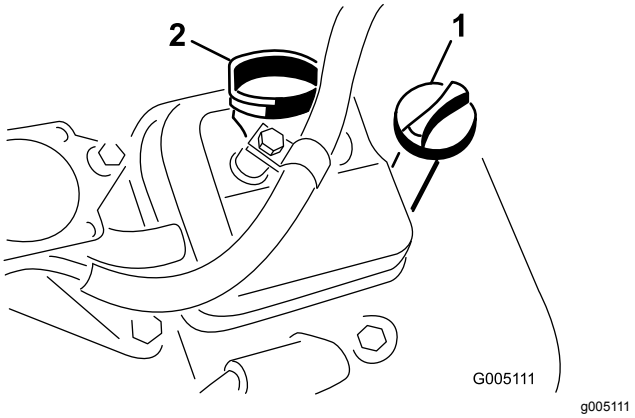

Figuur 28
3. Steek de peilstok in de peilstokbuis en schroef de stok in de buis (Figuur 28).